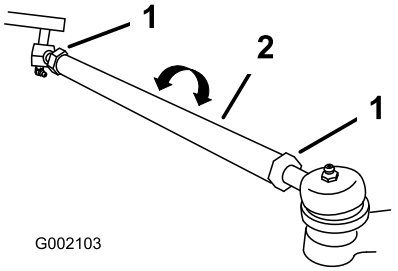

Figur 45
3. Hvis målet ikke er innenfor spesifisert område (se dimensjonene og parametrene i begynnelsen av denne prosedyren), må du løsne låsemutrene i begge ender av parallellstagene (Figur 45).